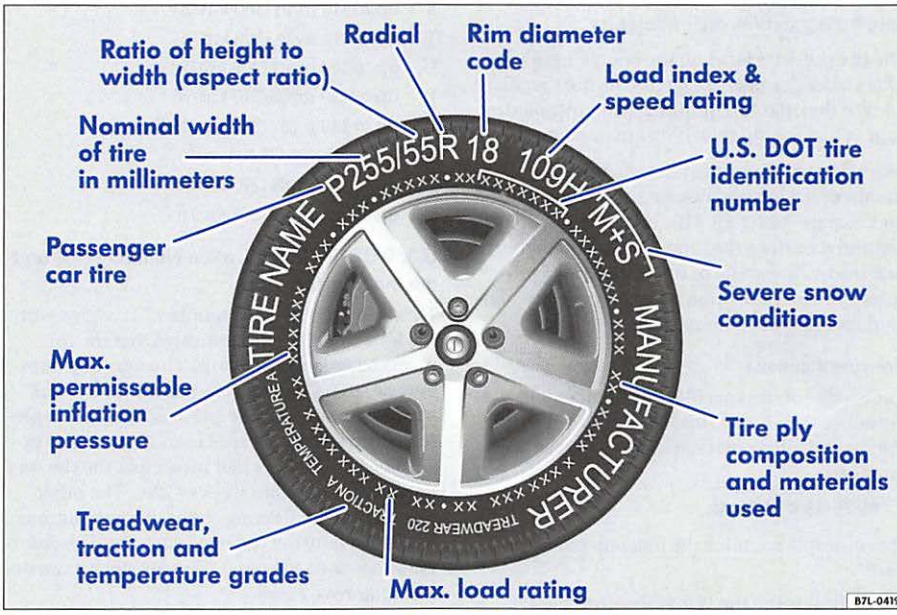

Fig. 19 Tire specification codes on the sidewall of a tire
– Check the tire sidewall (⇒ page 73, fig. 19) to determine the designated load rating for a specific tire. ◀
Federal law requires tire manufacturers to place standardized information on the sidewall of all tires ⇒ page 73, fig. 19. This information identifies and describes the fundamental characteristics, the quality grade of the tire and also provides a tire identification number for safety standard certification and in case of a recall.
Quality grades can be found where applicable on the tire side wall between tread shoulder and maximum section width ⇒ page 73, fig. 19.